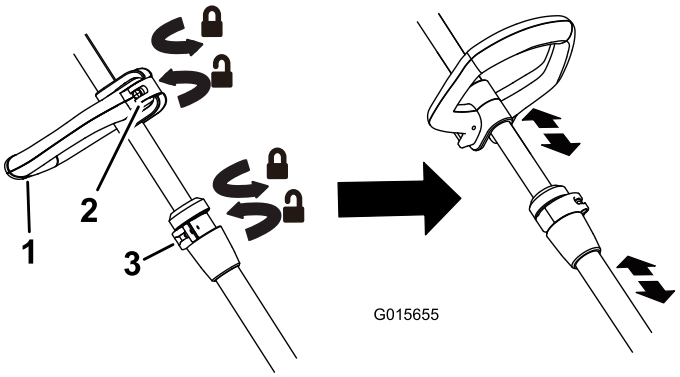

Figure 3
- Pour régler la hauteur de la poignée, soulevez le verrou de la poignée auxiliaire, déplacez la poignée en haut ou en bas à la hauteur voulue, puis fixez-la en place en refermant le verrou (Figure 3).
- Pour régler la hauteur de la débroussailleuse, ouvrez le verrou de réglage, puis faites coulisser l'arbre de haut en bas à la hauteur voulue avant de le fixer en position avec le verrou (Figure 3).